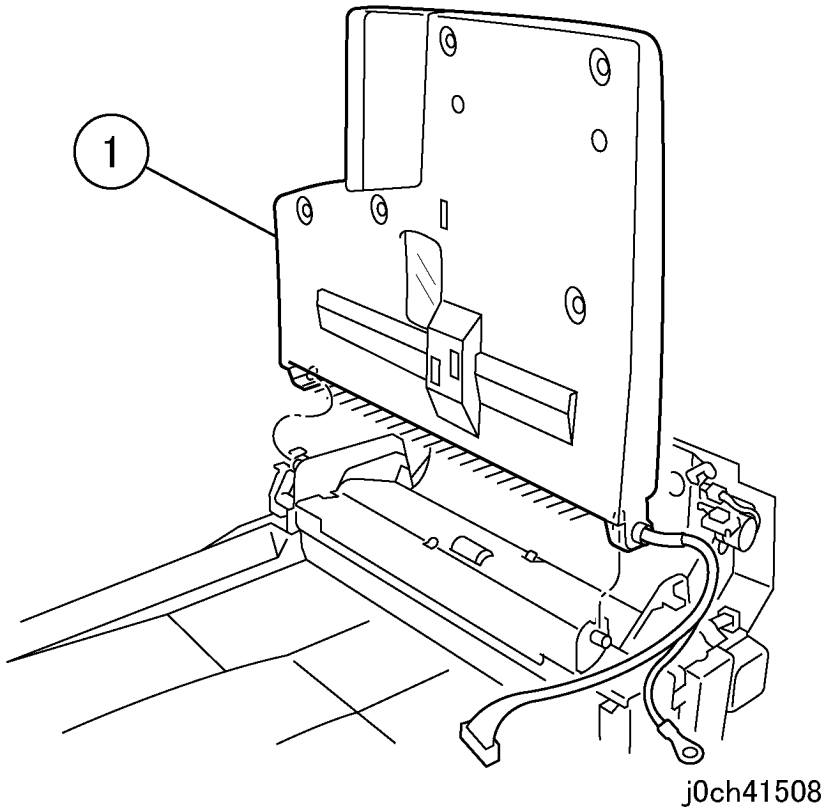

Рисунок 6 Снятие узла лотка оригиналов (j0ch41508)
8. Снимите узел лотка оригиналов (рисунок 6).